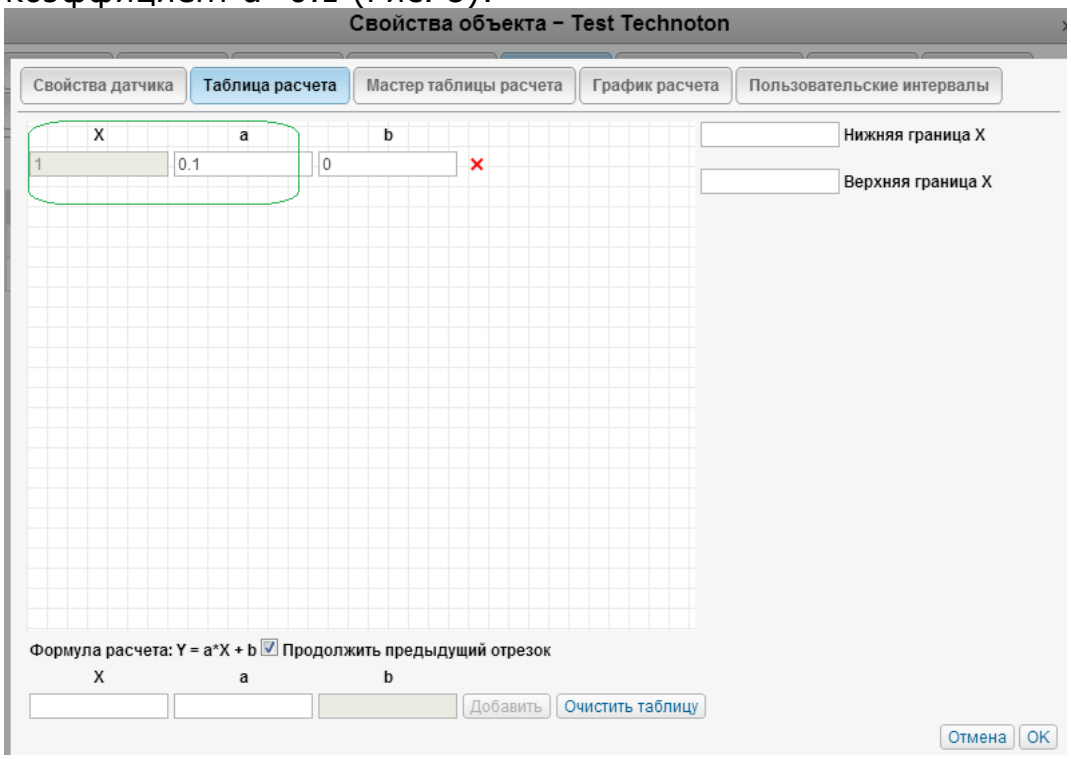

Рисунок 8
3.4.2. Для корректной обработки десятичной запятой установить коэффициент a=0.1 (Рис. 8):